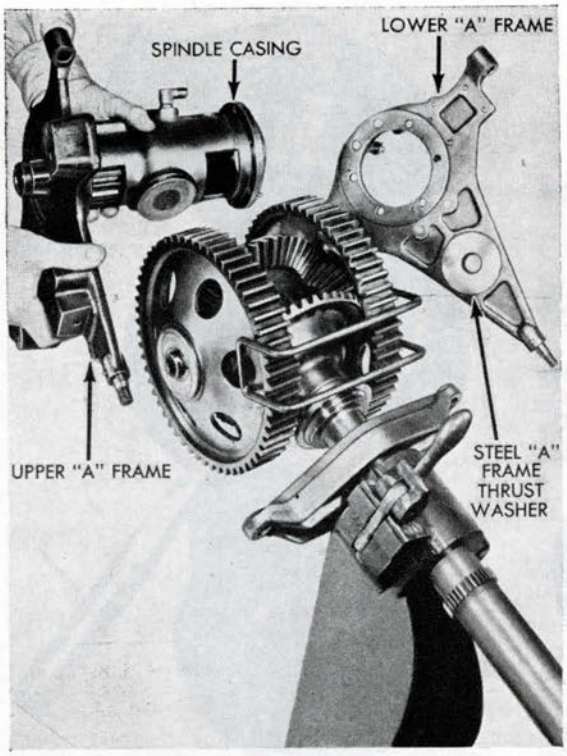

Figure 203
19. Line up upper "A" frame with spindle casing and crosshead, and tap into place with soft lead hammer (Fig. 203).